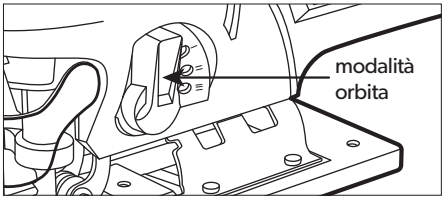

Figura 2
1. Il seghetto alternativo è dotato di quattro modalità di taglio (tre impostazioni di taglio e 1 modalità di taglio diritto). Per cambiare la modalità di taglio, regolare la modalità orbitale Leva (16). Vedere la Figura 2 di seguito.